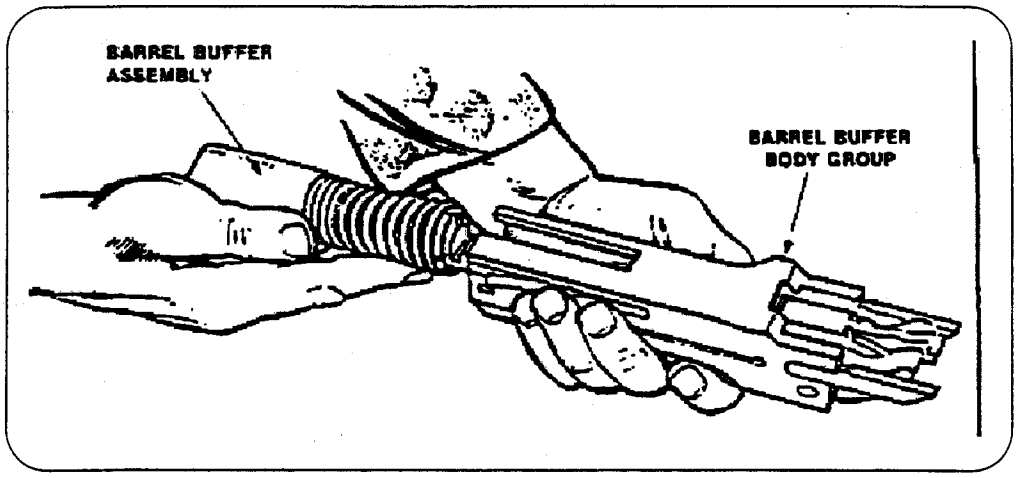

Figure 6, SEPARATING THE BARREL BUFFER ASSEMBLY
(7) *Remove the Barrel Buffer Assembly*. The barrel buffer assembly is removed from the barrel buffer body group by pulling out to the rear. The barrel buffer body assembly is not disassembled (Fig 6)